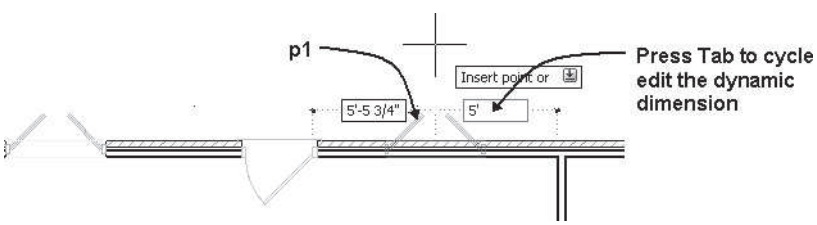

FIGURE 5.66 *Editing the dynamic dimension of the window*
(Press TAB to highlight the dimension on the right as shown in Figure 5.66.)
10. Select the casement window at the right at **p1** as shown in Figure 5.66, and edit the style to **Casement – Double Arched** in the **Properties** palette.